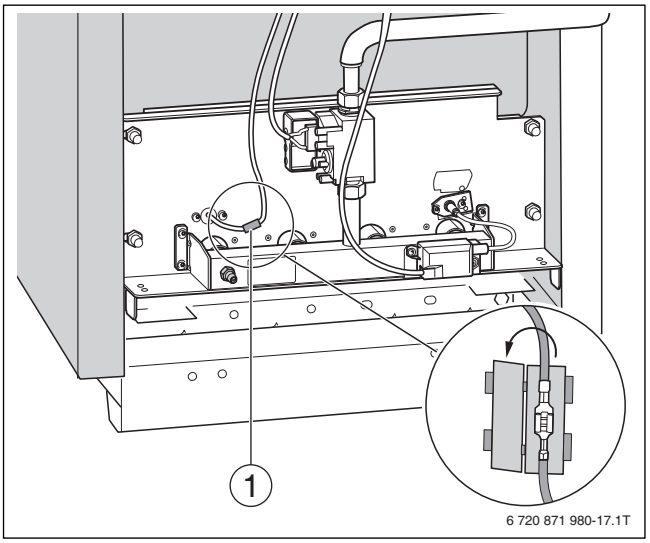

Рис. 51 Демонтаж кабеля ионизации от электрода ионизации
- ▶ Удалите защиту от прикосновения (→ Рис. 51, [1]).